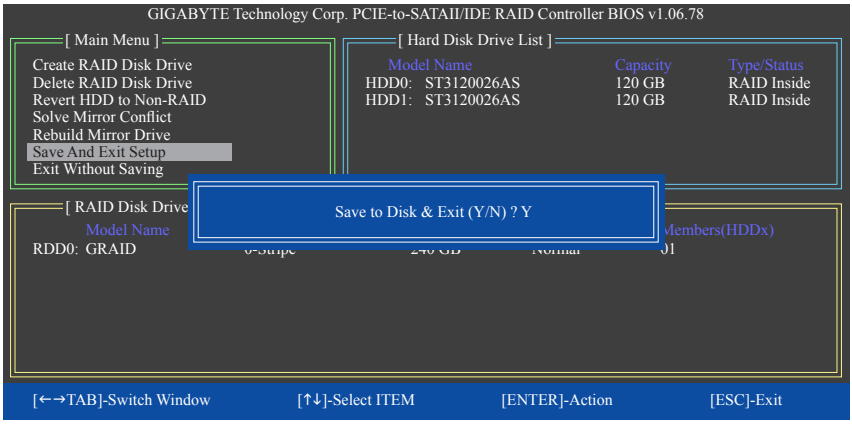

図 10
7. Save and Exit Setup: RAID アレイを構成した後、メイン画面で **Save And Exit Setup** 項目を選択し、設定を保存してから RAID BIOS ユーティリティを終了し、 <Y> を押します（図 10）。